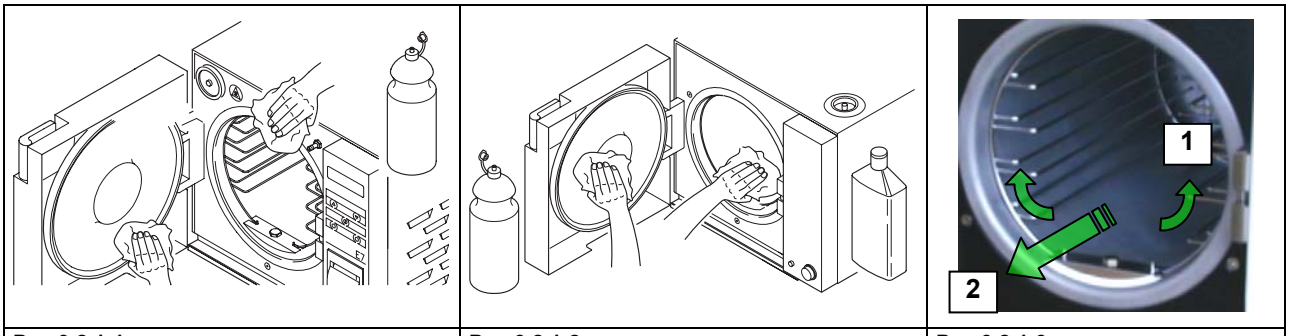

Рис.9.2.1-1 Рис.9.2.1-2 Рис.9.2.1-3
Протрите дверной уплотнитель влажным кусочком ткани (Рис. 9.2.1-1), смоченным в воде или в 5% растворе уксуса для предупреждения образования известкового налета. Обработка должна проводиться для предупреждения скопления грязи, которая может вызвать недостаток давления и повреждение уплотнителя.
Тщательно протрите стерилизационную камеру, предварительно убрав держатель для подносов (Рис. 9.2.1-2) из стерилизационной камеры, мягким влажным кусочком ткани, смоченным в дистиллированной или в деминерализованной воде. Также протрите подносы и держатель для подносов.
1. Приподнимите его так, чтобы нижняя часть вышла из своего гнезда **(Рис. 9.2.1-3);**